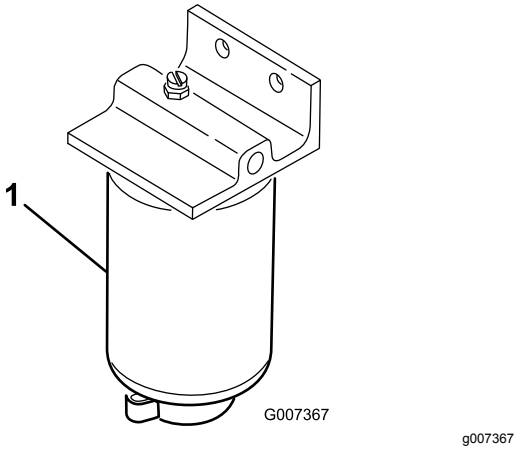

Figur 49
Tøm vandudskilleren for vand og andre urenheder (Figur 49) dagligt.
2. Løsn aftapningsproppen i bunden af filterdåsen (Figur 49).